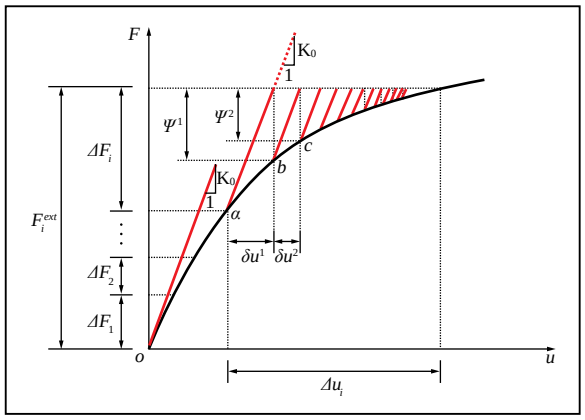

図4　初期剛性法
初期剛性法では、図4に示すように、最初の全体マトリックス、すなわち荷重増分が作用するときの一回目の繰返し計算で用いた全体剛性マトリックスをすべての荷重増分におけるすべての繰返し計算で使用する。一般に荷重が作用する前の状態では全体系が弾性状態にあり、弾性マトリックスを用いて全体剛性マトリックス（初期剛性マトリックス）を作成でき、全体剛性マトリックスが対称性をもつため、Newton-Raphson法や修正Newton-Raphson法が持つ弱点②を克服することができる。